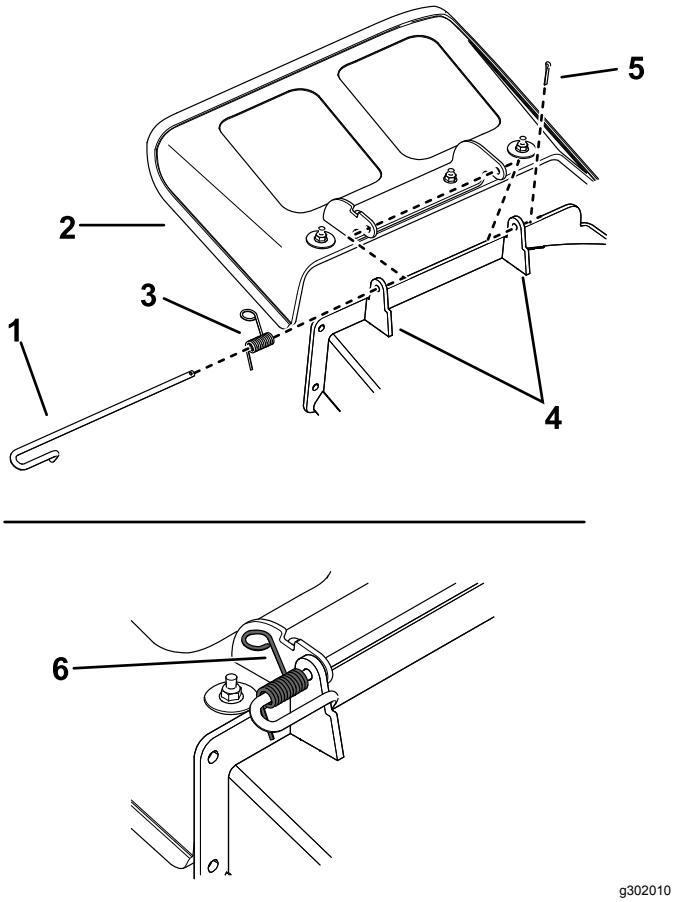

Figur 77
1. Fjern splitten fra stangens ende (Figur 77).
2. Tag fjederen ud af hakket i deflektorbeslaget, og skub stangen ud af de svejsede skjoldbeslag, fjederen og udblæsningsdeflektoren (Figur 77).
9. Monter splitten i stangens ende (Figur 77).